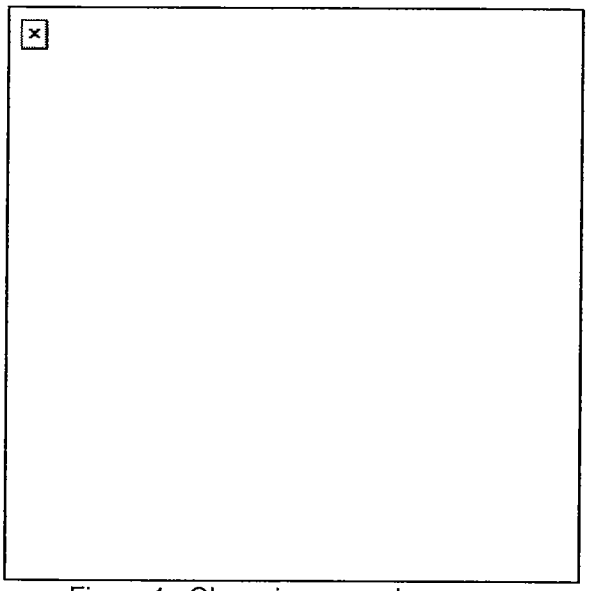

Figure 1. Observing around a corner.
b. Expose the head slowly at ground level so that it appears to be a shadow. Expose the head only enough to observe around the corner (Figure 1).